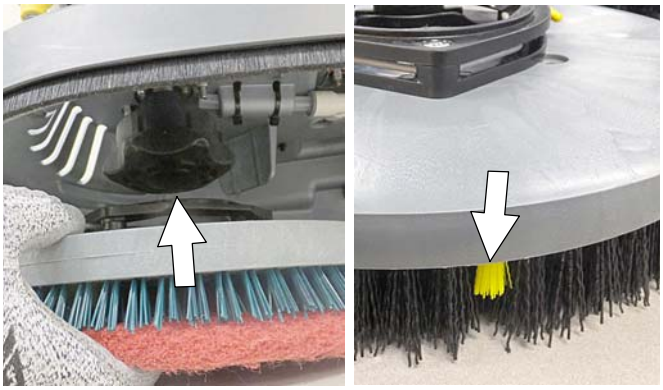

図　11
4. パッドドライバーまたはブラシをモーターハブの下に配置し、上向きに押しながらハブにかみ合わせて固定します（図11）。
清掃効果がなくなった、またはディスクブラシの毛先が摩耗して黄色のインジケーターが点灯したら、パッドまたはブラシを交換してください（図11）。